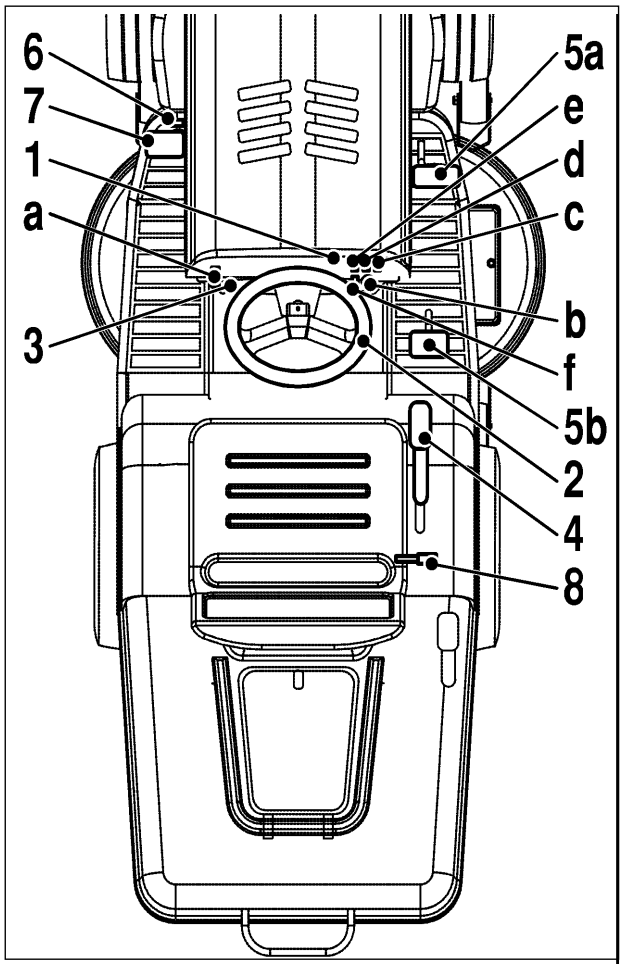

*Fig. 11*
1. Dash panel (fig. 11)
## OPERATION AND DESCRIPTION (FIG. 11)
3. Switch the MAN/AUTO button to the lower AUTO position (fig. 11, d).